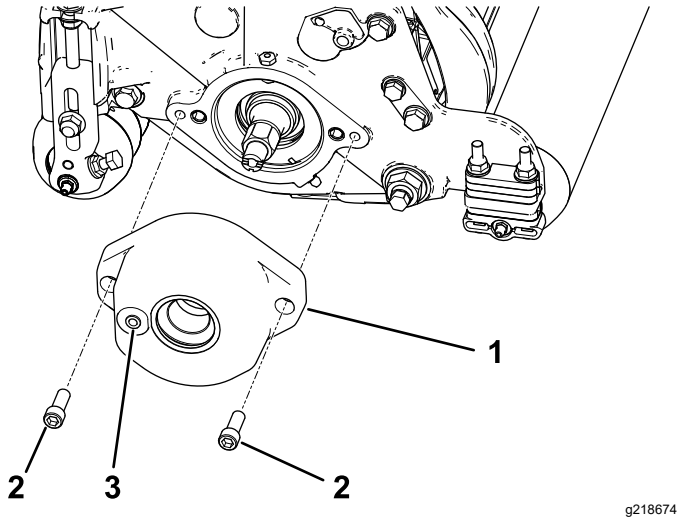

图 5
3. 用 2 个六角螺栓将滚筒刷架安装到滚刀轴承座上请参阅图 5。